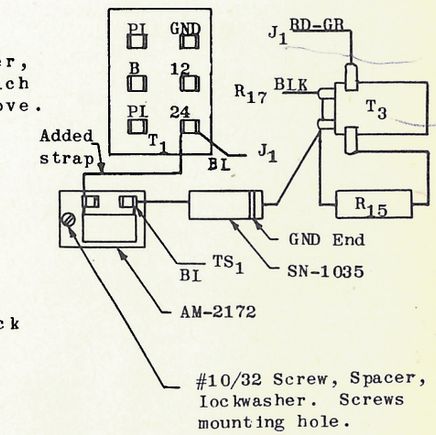

FIGURE 5.
E. Reactor in AM-142 Output Circuit (WD-159 and Figure 5).
(1) Remove screw from lower left hand side of T_1 (output transformer).
(2) Mount AM-2172 Reactor using a #10-32 x 1½" R.H.I.M.S. spacer, lockwasher, and the tapped hole from which screw was removed in (1) above.
(3) At T_1, remove blue wire (other end connected to TS_1 output) and connect to one terminal of reactor.
(4) Connect an SN-1035 Capacitor (.1 MF) from same terminal of reactor to T_3 (junction of R_{15} and black wire to R_{17}).
(5) Strap other terminal of reactor to T_1 (24 ohm terminal).